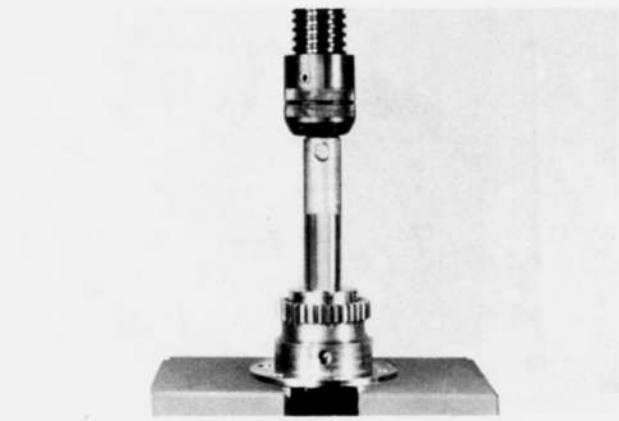

Fig. 1–34 Removing main bearing
4. Remove the adapter from the **main bearing puller and installer** (49 0813 235) and use it to extract the main bearing as shown in Fig. 1–34.